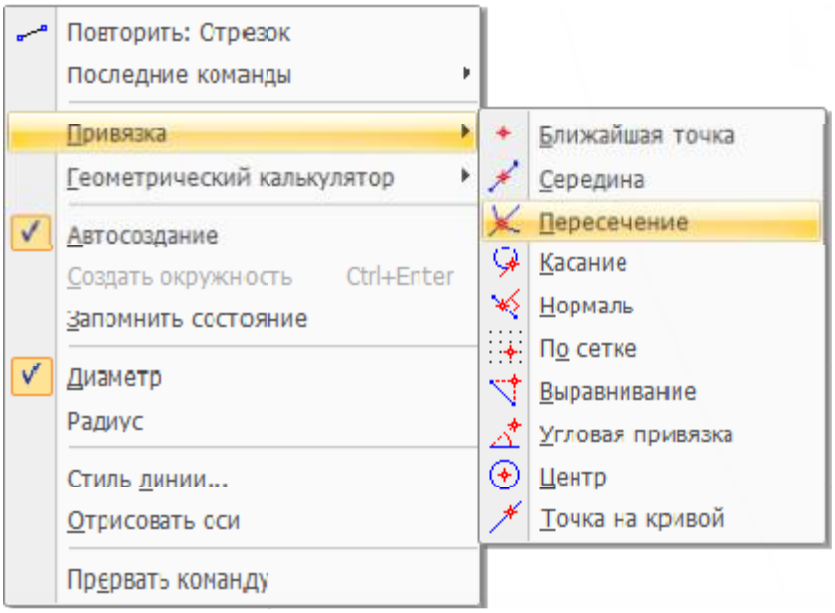

Рисунок 2.6 – Меню встановлення локальних прив'язок.
f) В контекстному меню, що з'явилося, поставте курсор на пункт *Прив'язки*. В списку локальних прив'язок що при цьому з'явиться, вкажіть прив'язку *Перетин* (рис. 2.6).
c) Викличте на екран контекстне меню, розкрийте меню локальних прив'язок і оберіть прив'язку *Середина*(рис. 2.6).